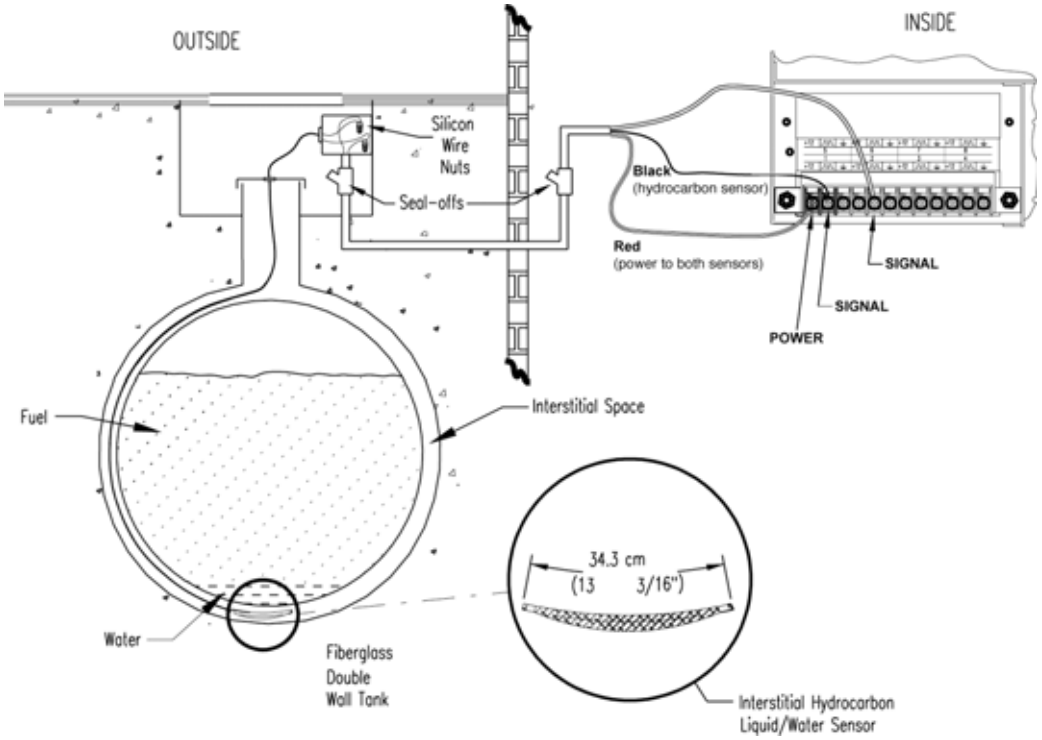

Figure 17:Interstitial (IS) Hydrocarbon Liquid/Water Sensor Installation
- Review Figure 17 on page 45. Use the supplied cable gland and silicone wire nuts.